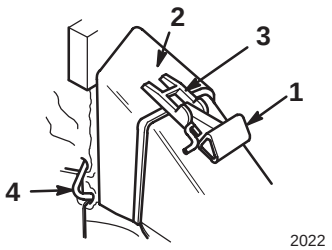

Figur 35
Obs: Borstskyddet visas inte i Figur 35 för att den ska vara tydligare.
3. Trä öppningen på säcken över utkastaren enligt Figur 35.